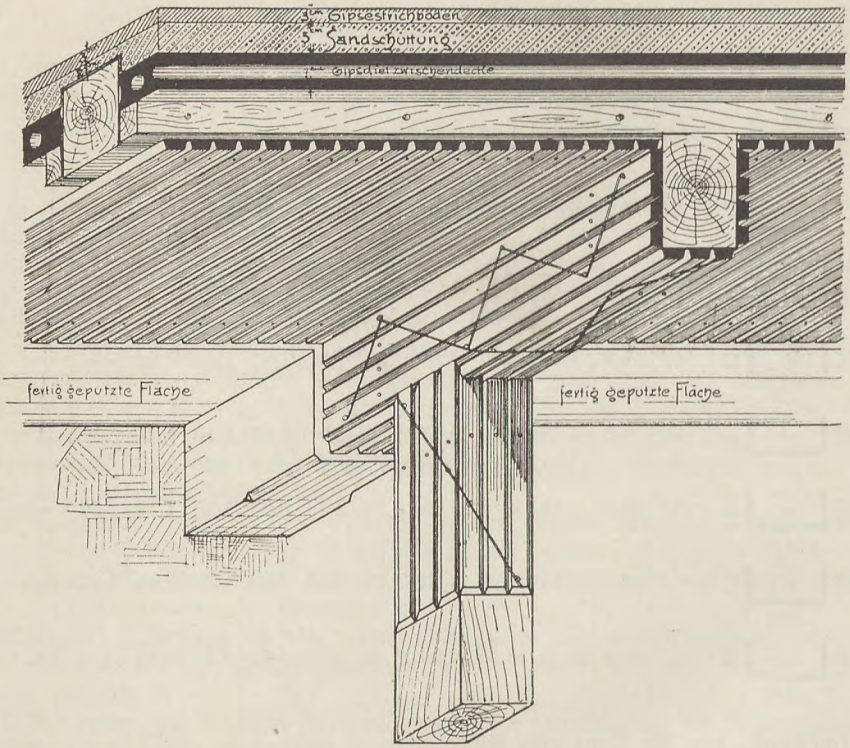

Fig. 309.
2. Eiserne Säulen und Deckenträger erhalten eine feuersichere Ummantelung durch Macks Feuerschutzmantel, Fig. 309–315. Derselbe besteht aus Gipsmasse in Stücken von $1^1/_2$ und 2 cm.